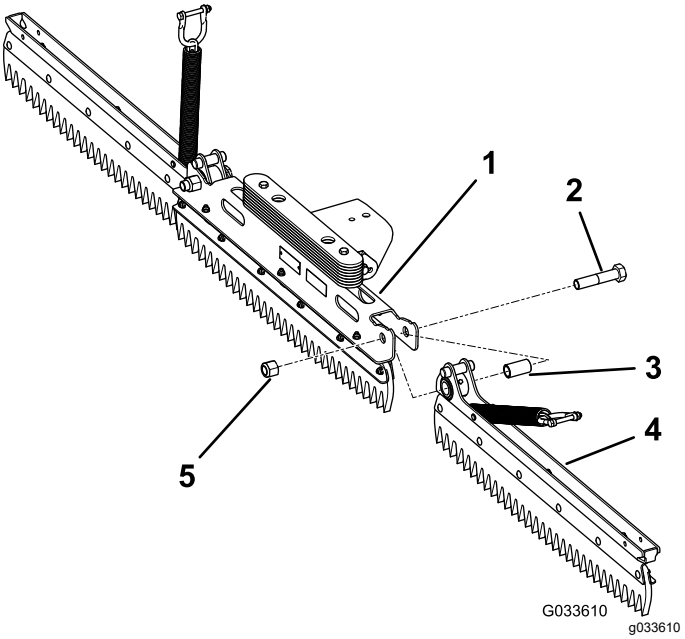

Bild 3
2. Setzen Sie ein Distanzstück in das Drehzapfenloch an jedem seitlichen Teil ein (Bild 3).
4. Befestigen Sie das linke Teil mit einer Schraube (3/4" x 3-1/2") und einer Sicherungsmutter (3/4"); ziehen Sie es mit 163-217 N·m an, siehe Bild 3.
6. Befestigen Sie das rechte Teil mit einer Schraube (3/4" x 3-1/2") und einer Sicherungsmutter (3/4"); ziehen Sie es mit 163-217 N·m an, siehe Bild 3.